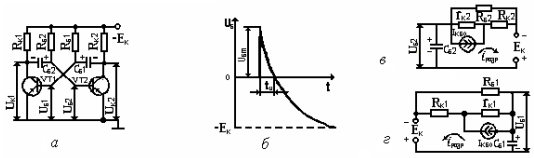

Рис. 1.1
6. Какие допущения приняты при использовании в расчете элементов мультивибратора в эквивалентных схемах (рис.1.1в и рис.1.1г)?
7. По каким цепям происходит заряд и перезаряд конденсаторов $C_{б1,2}$ (рис.1.1а)?